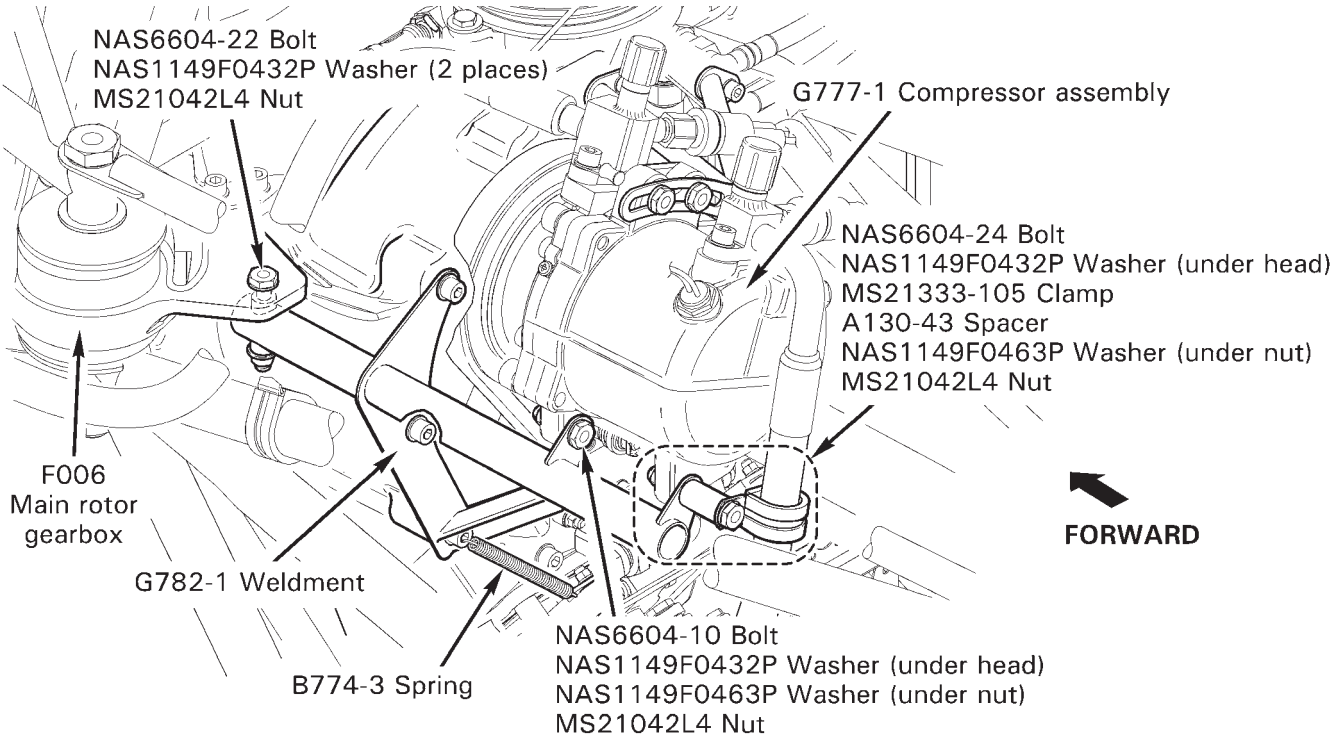

FIGURE 1-1 ASSEMBLY INSTRUCTIONS FOR R66 HELICOPTER CRATED FOR EXPORT
a. Refer to Figure 1-1. Remove shipping supports (ty-raps, foam, tape, etc.) from G777-1 compressor assembly. Install hardware securing G782-1 mount weldment to main rotor gearbox. Standard torque hardware per § 20-32 and torque stripe per Figure 5-1. Hook B774-3 spring in drilled hole of NAS1352-4H14 screw. Verify security.
b. Refer to Figures 1-1 and 1-2. Verify B173-5 v-belt is in good condition. Fit belt around G779-1 pulley and compressor pulley, and install hardware securing compressor to G782-1 mount weldment. Standard torque bolts per § 20-32.